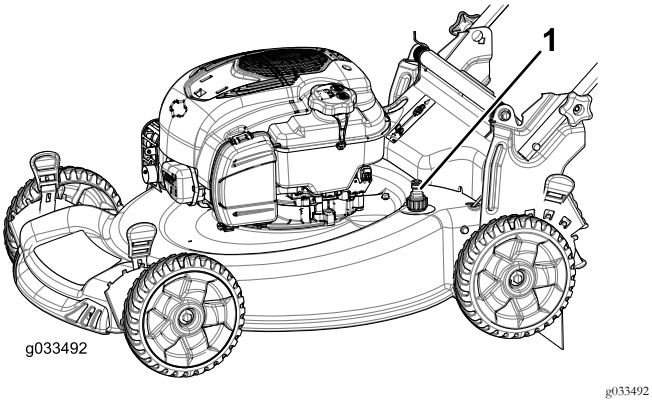

Figuur 39
5. Bevestig een tuinslang die aangesloten is op een kraan aan de wasaansluiting (Figuur 39).